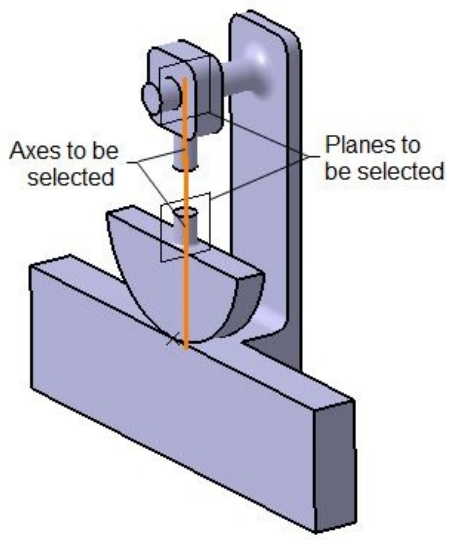

Figure 16-101 *Axes and planes to be selected for creating the Prismatic joint*
2. Select the central axis of the shaft of the Guide, as shown in Figure 16-101; you are prompted to select the second line.
3. Select the central axis of the shaft of the Slider, refer to Figure 16-101; you are prompted to select the first plane.
4. Select the datum plane of the Guide, refer to Figure 16-101; you are prompted to select the second plane.
5. Select the plane of the Slider, refer to Figure 16-101.